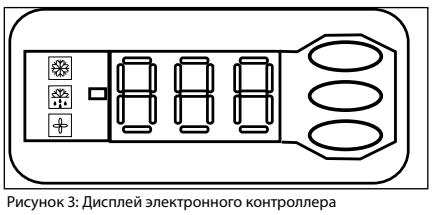

Рисунок 3: Дисплей электронного контроллера
- По умолчанию экран электронного контроллера показывает значение температуры для давления всасывания в °C. Для отображения значения температуры для давления конденсации нажмите нижнюю кнопку (рисунок 3).